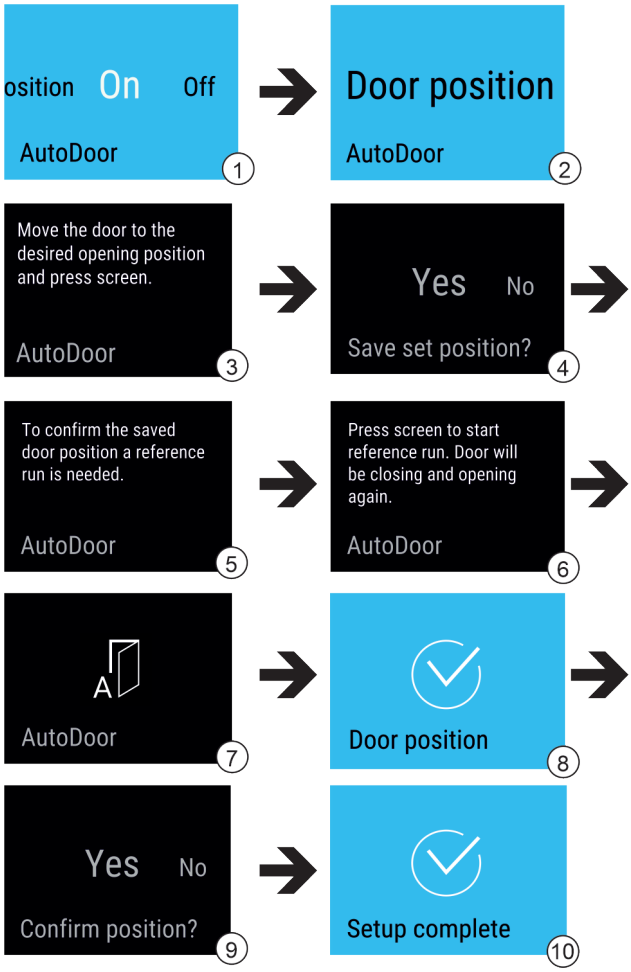

Fig. 17
▶ Выберите функцию AutoDoor. *Fig. 17 (1)*
▶ Смахивайте индикацию на дисплее, пока не появится Door position. *Fig. 17 (2)*
▶ Сконфигурируйте угол открытия двери: откройте дверь минимум на 70°. *Fig. 17 (3)*
▶ Подтвердите угол открытия двери: коснитесь сообщения на двери. *Fig. 17 (4)*
- ▶ Запустите возврат в исходное положение: коснитесь дисплея. *Fig. 17 (6)*
- ▷ Дисплей мигает. *Fig. 17 (7)*
- ▷ Возврат в исходное положение произведен успешно: Дисплей на 2 секунды становится синим. *Fig. 17 (8)*
- ▶ Подтвердите угол открытия двери. *Fig. 17 (9)*
- ▷ Дисплей станет синим. *Fig. 17 (10)*